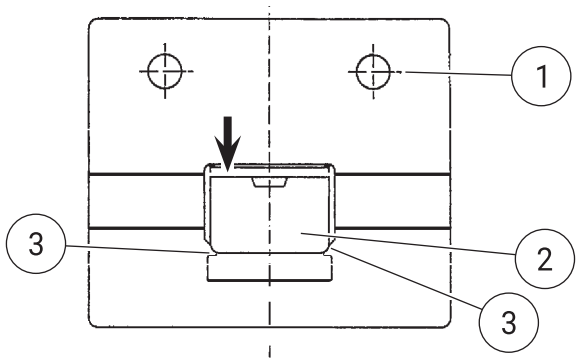
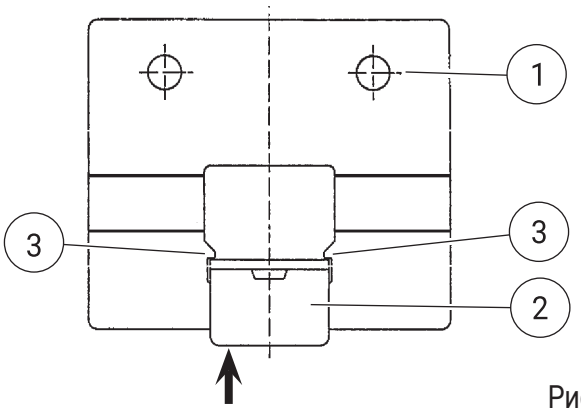

Рис. 1
Рис. 2
Башмак (2) на соответствующем кронштейне (1) устанавливается при помощи небольшого нажима, пока не встанет на место под двумя зубцами (3) (Рис. 1). Для замены башмака достаточно подтолкнуть его снизу и вынуть из посадочного места на опоре (1) (Рис. 2).